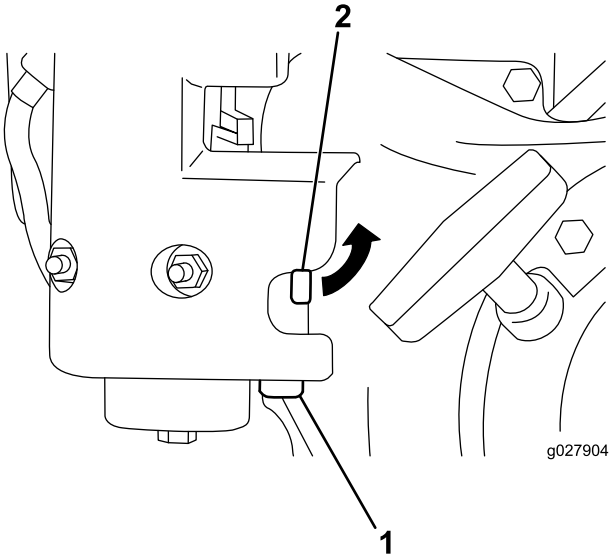

Figur 29
1. Luk brændstofafbryderventilen, og skru bundfældningsskålen af karburatorhuset (Figur 29).